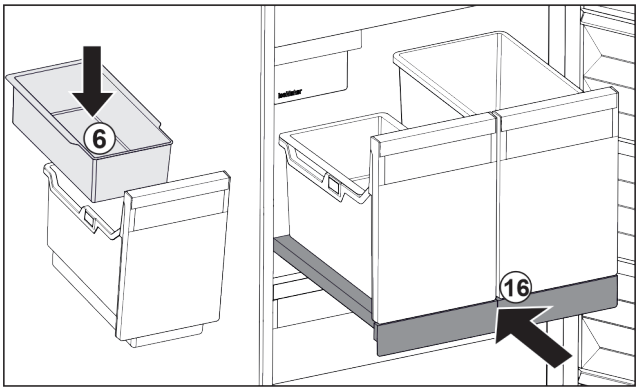

Fig. 25
▶ Вставьте навесной лоток *Fig. 25 (6)* для кубиков льда.
▶ Вставьте выдвижную панель с контейнером (IceTower). *Fig. 25 (16)*